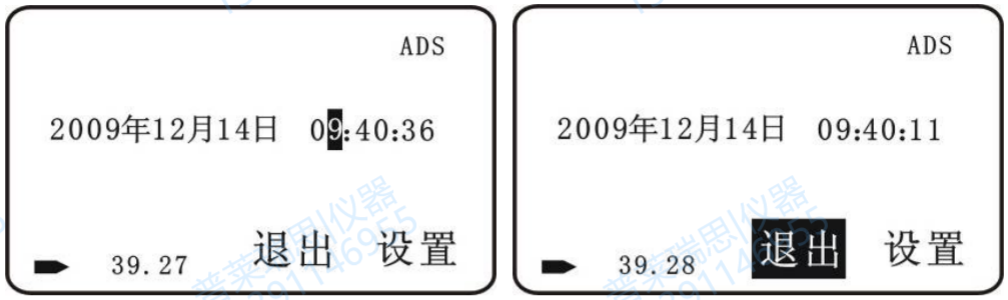

图 11 时间显示与设置画面
------按【确定】键，进入时间显示与设置画面（图 11）